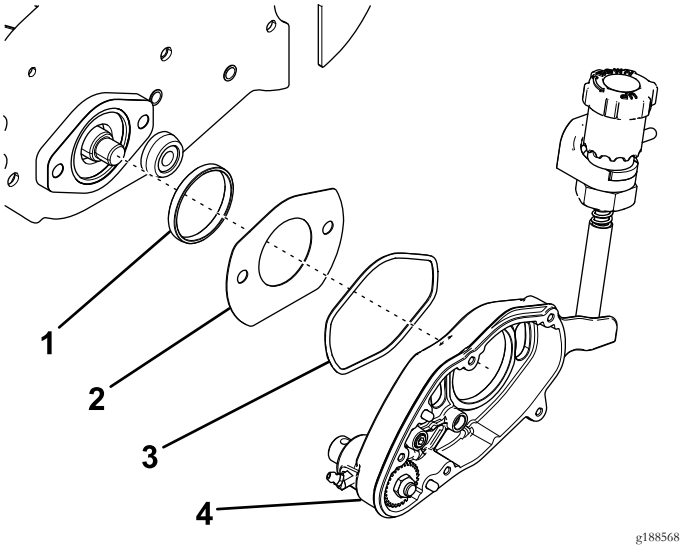

図 4
9. グルーマハウジングを外す図 4。
10. Oリングを外して捨てる図 4。
11. スロットカバーとアダプタリングを取り外す図 4。